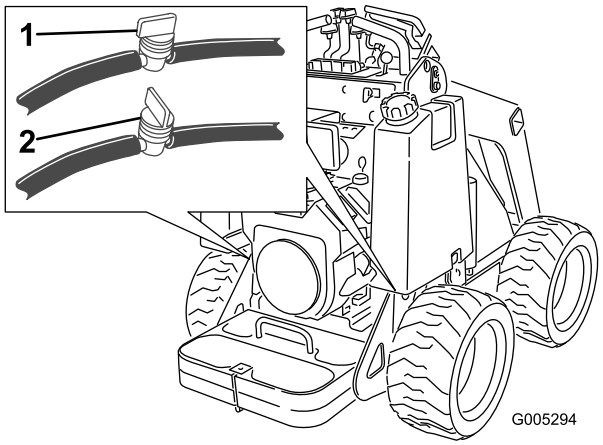

Figure 27
2. Fermez le robinet d'arrivée de carburant au bas de chaque réservoir de carburant (Figure 27).
3. Fermez le robinet d'arrivée de carburant dans le flexible situé au bas des réservoirs de carburant (Figure 27).
8. Ouvrez les robinets d'arrivée de carburant dans les flexibles situés au bas des réservoirs de carburant, comme illustré à la Figure 27.